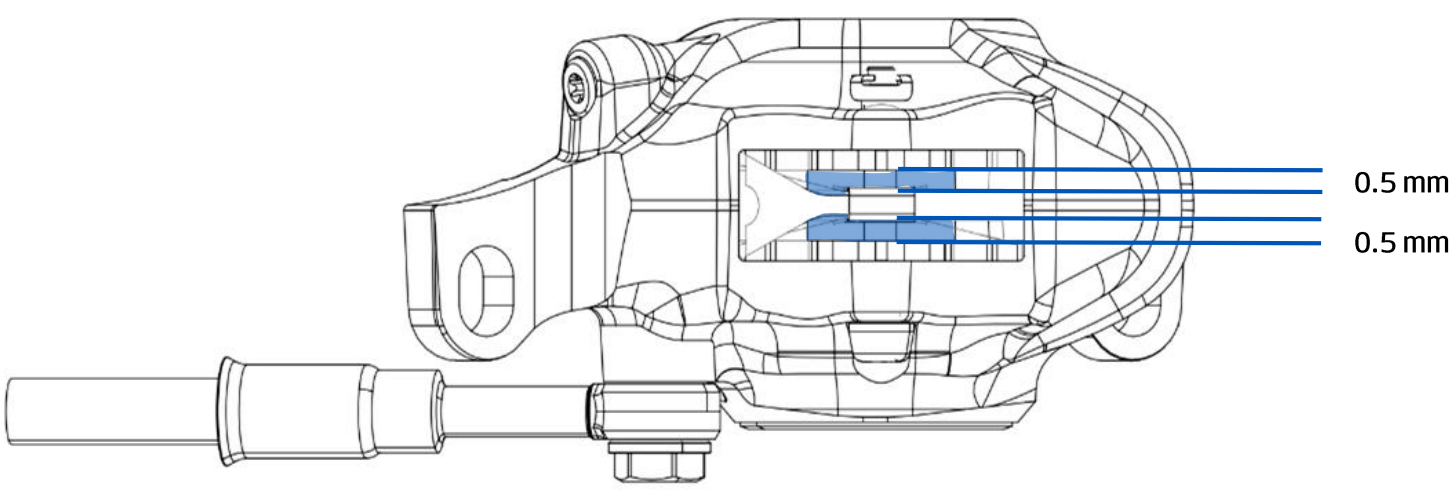

Fig.8
0.5 mm left (Figure 8) and the discs when there is less than 2.0 mm left.